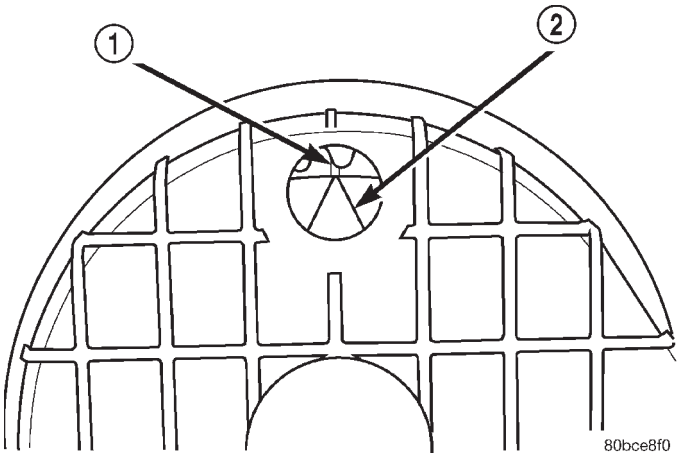

Abb. 68 Ausrichtmarkierungen/Nockenwelle
- Prüfen, ob die Ausrichtmarkierung auf dem Nokkenwellenrad zur Pfeilmarke auf der hinteren Zahnriemenabdeckung ausgerichtet ist (Abb. 68).